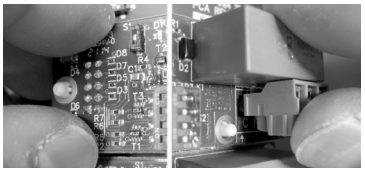

Figure 3 - Pressing the OUTPUT MODULE into place
d. Using the thumb and index finger of each hand, press the OUTPUT MODULE into place. A "click" should be heard as the retaining standoffs click into place. See **Figure 3**